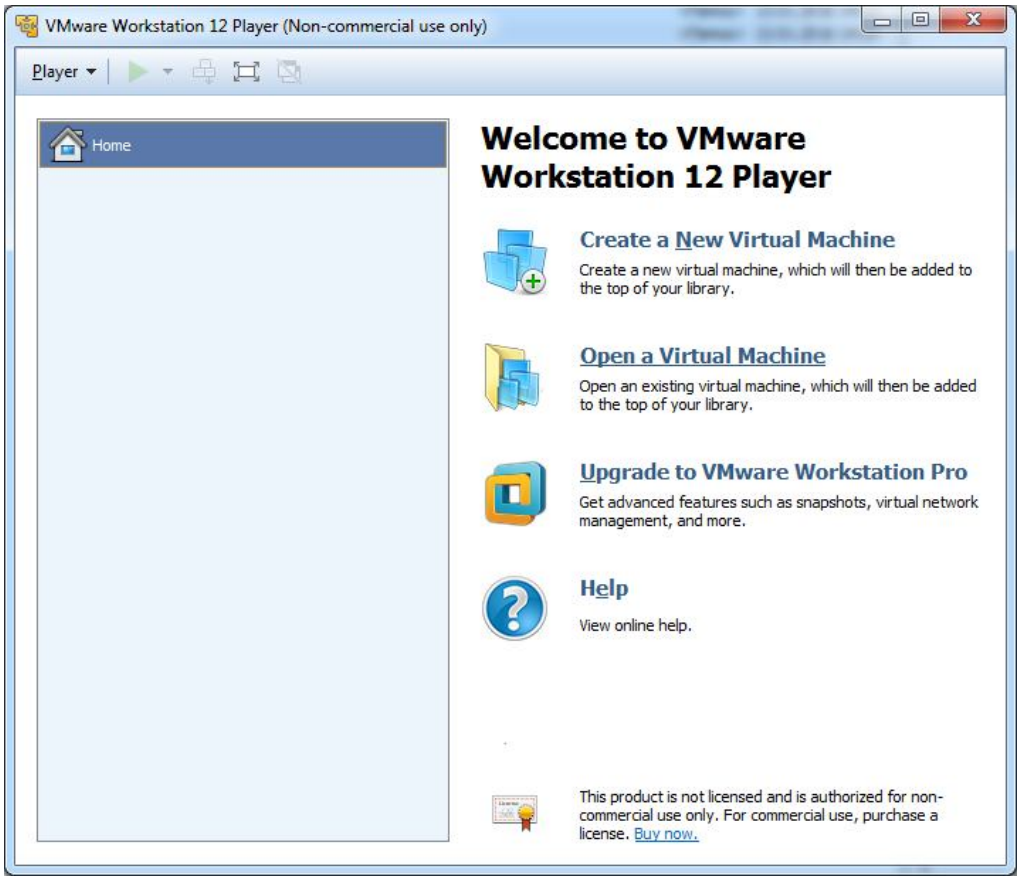

Рисунок 3.1
- Запустить WMware Workstation 12 Player, в появившемся окне (рисунок 3.1) выбрать пункт